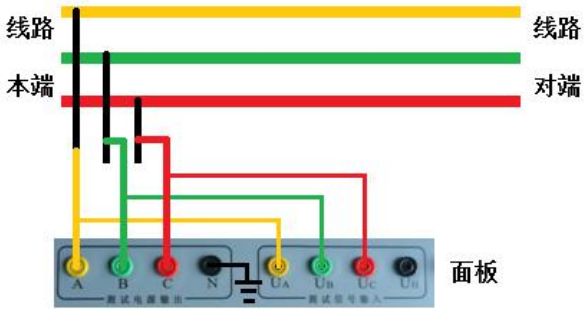

图 6-5 脱开引下线的接地线
(3) 脱开引下线的接地线，如图 6-5。
感应电压的测量，在测量选项的第一行，选中后垂直按下鼠标，仪器自动测量三相感应电压。接线如图 6-5 所示。